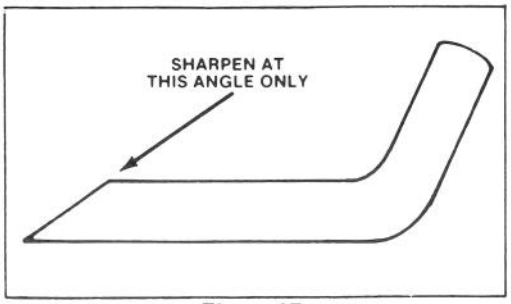

Figure 17
6. SHARPENING BLADE – Using a file, sharpen top side of blade and maintain original cutting angle (Fig. 17). The blade will remain balanced if same amount of material is removed from both cutting edges.